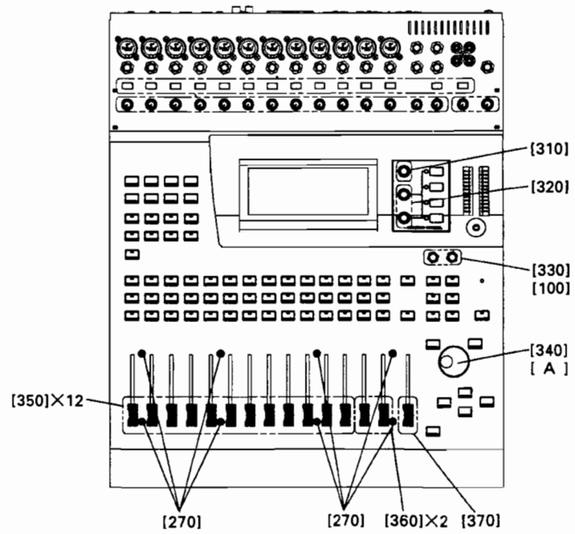

Fig. 5 (図5)
2-2 Remove the fifteen (15) knobs of the fader; the twelve (12) white knobs marked [350], the two [2] black knobs marked [360] and the red knob marked [370]. (Fig. 5)
2-3 Remove the eight (8) screws marked [270] and located on the control panel. The FD circuit board can then be removed. (Fig. 5)
2-2 [350]の白色のフェーダーツマミ 12 個、[360]の黒色のフェーダーツマミ 2 個、[370]の赤色のフェーダーツマミ 1 個、全部で 15 個のフェーダーツマミを外します。(図 5)
2-3 コントロールパネル表側、フェーダーコントロール部分にある[270]のネジ 8 個を外し、FD シートを外します。(図 5)
3-4 Remove the PAN knob marked [310], the two (2) F and G knobs marked [320], the two RETURN 1, 2 knobs and the hexagonal nuts. marked [100]. (Fig. 5)
3-4 コントロールパネル表側の[310]の PAN のツマミ 1 個、[320]F と G のツマミ 2 個、[330]RETURN1,2 のツマミ 2 個を外し、[100]の特殊六角ナットを外します。(図 5)